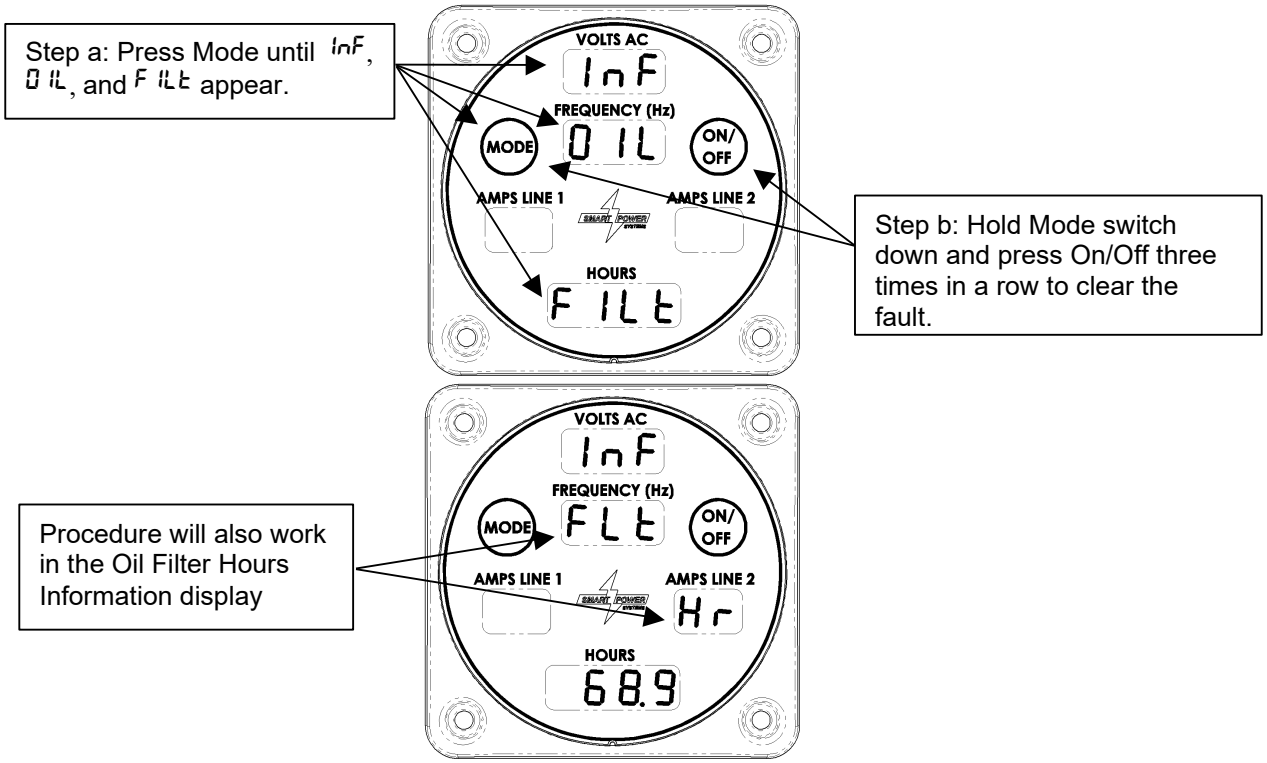

Figure 33 – Oil Filter Service Warning
a. Press the Mode switch repeatedly until one of the screens shown in Figure 33 appears.